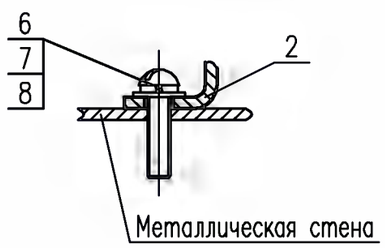

Рис. 4
– по рис. 4 в стене–сэндвич выполнить 4 отв. ⌀4,2мм;